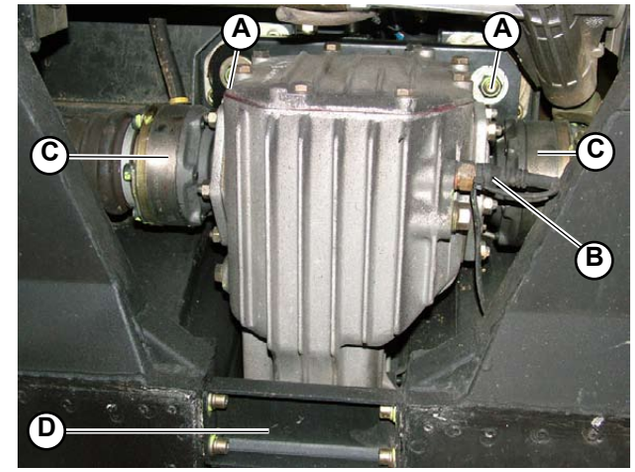

Fig.1
5. Assemble the differential support plate (**D-Fig.1**), tightening the four mounting screws.